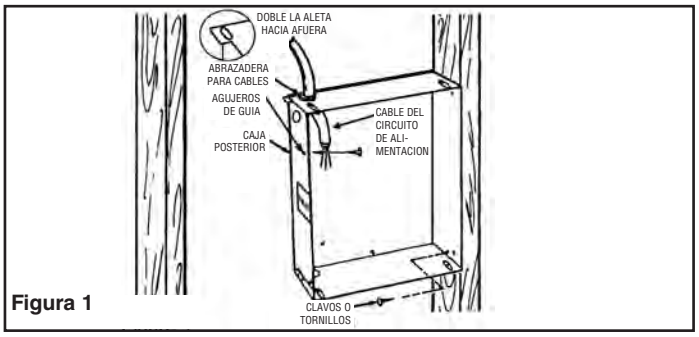

Figura 1
13. Al tender los cables, la alimentación eléctrica debe ingresar a través de prepunzonados ubicados en el lado izquierdo de la caja posterior. No use los prepunzonados del lado derecho de la caja posterior. Vea la Figura 1. Para determinar cuál es el lado izquierdo y cuál el derecho: 1.) Oriente la caja posterior de manera que la marca 'ARRIBA' ('TOP') y las flechas estén visibles y en posición vertical; y 2.) Asegúrese de que la plataforma del ventilador esté orientada con el lado del elemento calefactor sobre el lado 'ARRIBA' ('TOP') de la caja posterior.
4. Posicione la caja posterior de lado contra el travesaño o viga del cielorraso, y asegúrela mediante clavos o tornillos, como se muestra en la Figura 1.
NOTA: La caja posterior debe instalarse en un travesaño de la pared o viga del cielorraso, y asegurarse mediante clavos o tornillos, como se muestra en la Figura 1.
NOTA: En los lados de la caja posterior se han provisto agujeros de guía para tornillos para chapa No 8. Después de haber terminado la pared o el cielorraso, inserte un tornillo para chapa M4 (No 8) (longitud recomendada: 25 mm / 1") a través del lado de la caja que no está montado en el travesaño. Esto impedirá que la caja salga hacia afuera cuando se instale el conjunto del calefactor. (Vea la Figura 1).
1. El borde de la caja posterior debe instalarse enrasado con la superficie terminada. Determine cuál de los lados de la caja posterior va a montarse contra un travesaño o viga, y **doble las aletas de los ángulos posteriores 90º hacia afuera, de manera que la caja quede escuadrada con el travesaño después de la instalación.** (Vea la Figura 1).
NOTA: En los lados de la caja posterior se han provisto agujeros de guía para tornillos para chapa No 8. Después de haber terminado la pared o el cielorraso, inserte un tornillo para chapa M4 (No 8) (longitud recomendada: 25 mm / 1") a través del lado de la caja que no está montado en el travesaño o viga. Esto impedirá que la caja salga hacia afuera cuando se instale el conjunto del calefactor. (Vea la Figura 1).